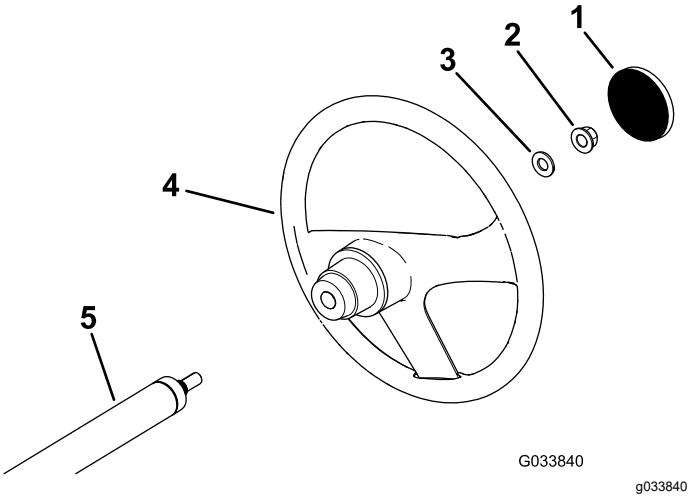

Figuur 3
1. Verwijder (indien aanwezig) de kap van de naaf van het stuurwiel (Figuur 3).
2. Verwijder de borgmoer (½") van de stuuras (Figuur 3).
3. Schuif het stuurwiel en de ring (½") op de stuuras (Figuur 3).
5. Bevestig de kap op het stuurwiel (Figuur 3).